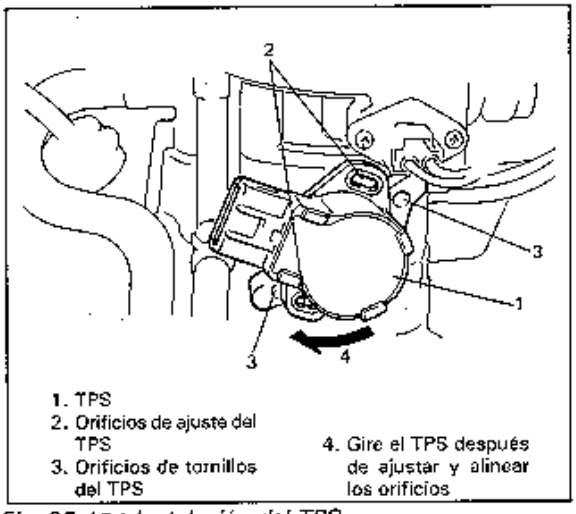

Fig. 6E-121 Instalación del TPS
1. Instale el TPS en el cuerpo de la mariposa. Coloque el TPS de manera tal que sus orificios de ajuste estén ligeramente apartados de los orificios de los tornillos del TPS, como se observa en la Fig. 6E-121, y gire el TPS en sentido antihorario de manera tal que se alineen dichos orificios. Luego apriete los tornillos del TPS con la mano.